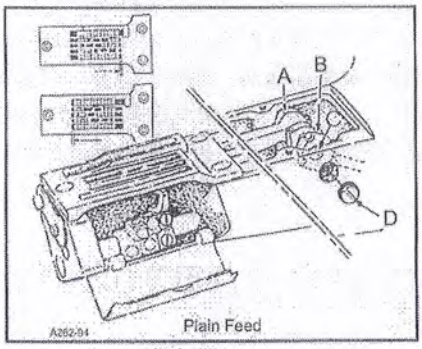

FIG.10
The feed should be set so there is equal clearance between the front of the feed dog and the front of the feed slot in the throat plate when the feed dog is at its most forward travel, The same amount of clearance should be between the back of the feed dog and the back of the feed slot in the throat plate when the feed dog is at its most rearward travel.To attain this setting loosen screws (A and B,Fig.10)and remove plug screw(D).Using a screw driver turn eccentric pin (C) clockwise or counterclockwise to obtain proper setting.Tighten screws (A and B),reinstall plug screw(D).